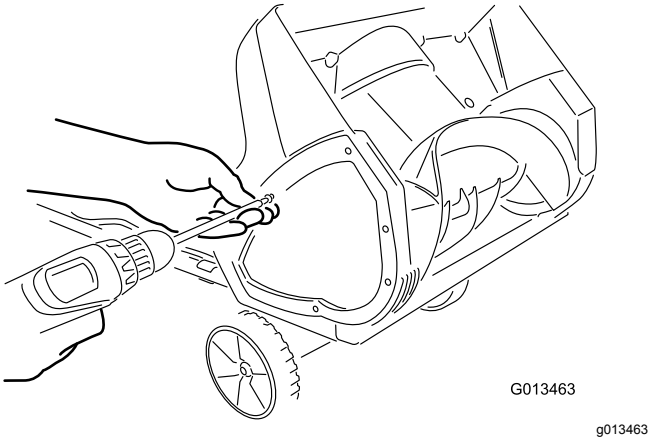

**Figure 15**
1. Remove the screws that secure the right side plate to the machine frame (Figure 15).